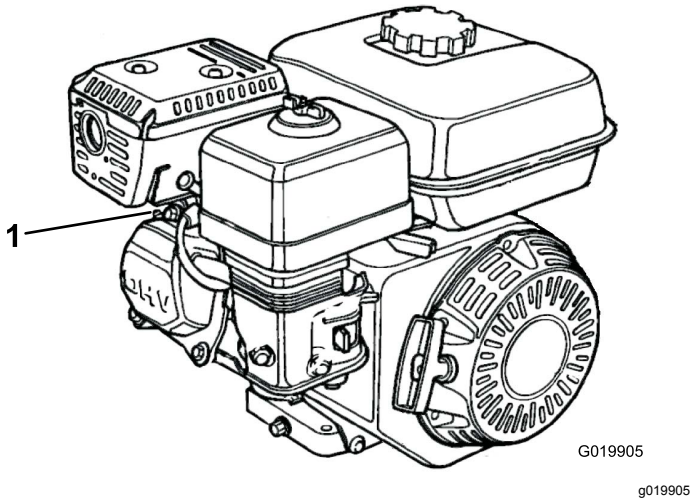

Figur 32
1. Kobl tændrørskablet fra tændrøret (Figur 32).